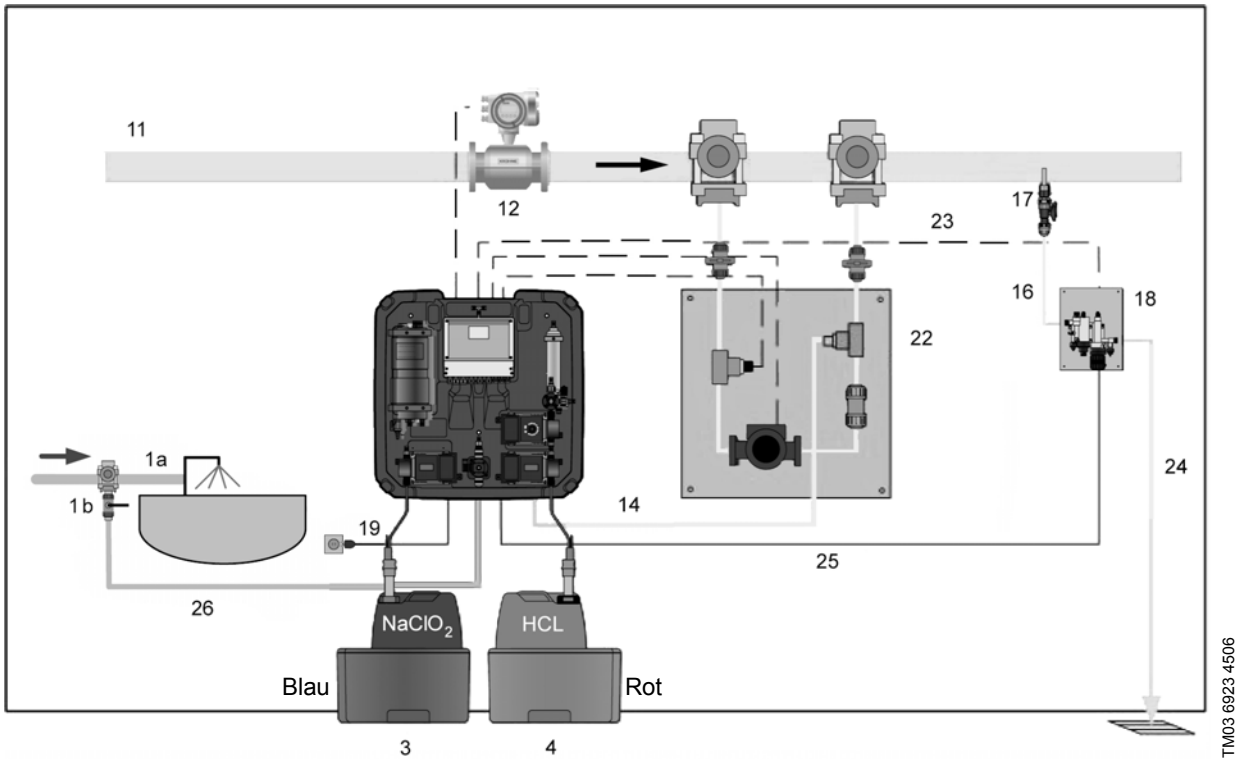
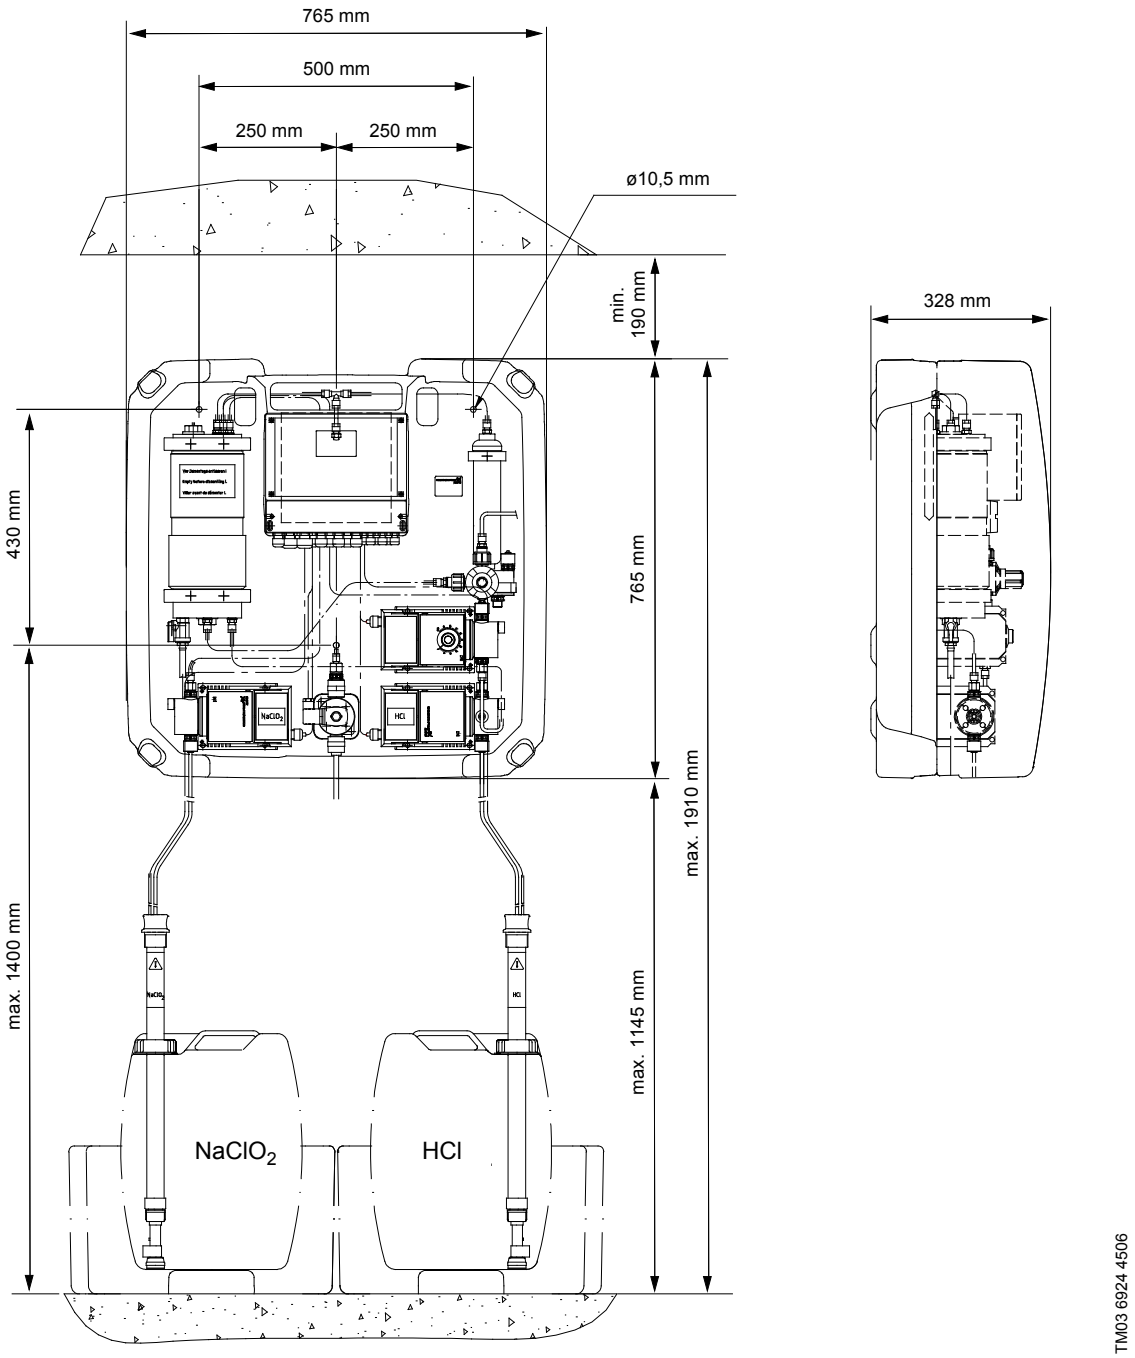
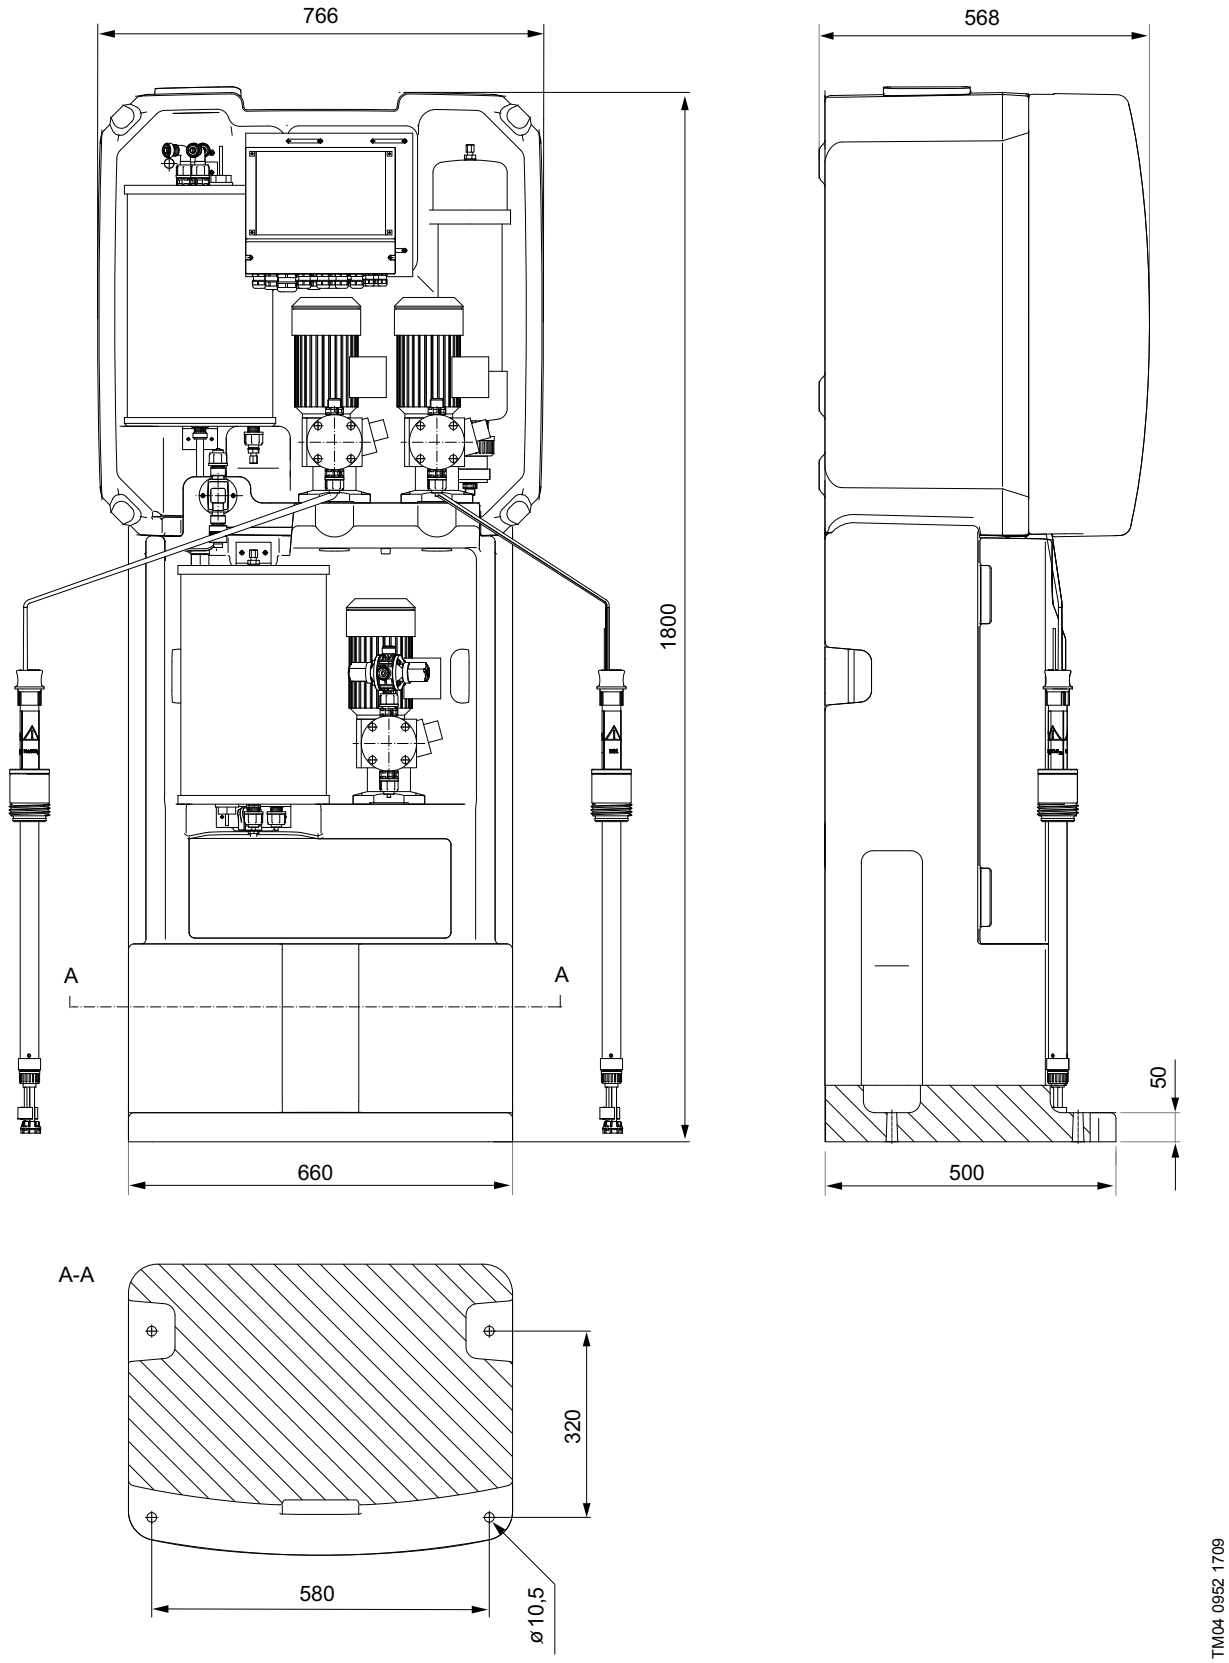

Abb. 11 Montageskizze der Oxiperm Pro, e.g. OCD-162-5, mit Messzelle und Mischmodul (22)
Abb. 12 Maßzeichnung der Einheit mit Bohrlöchern (OCD-162-5, -10)
Abb. 13 Maßzeichnung der Einheit mit Bohrlöchern (OCD-162-30, -60)
• Die Einheit an die Wand montieren oder am Boden befestigen. Siehe Montageskizze (Abb. 11) und Maßzeichnung (Abb. 12).
Siehe Montageskizze, Abb. 11, und Maßzeichnung, Abb. 12.
Siehe Montaegskizze, Abb. 11 (vergleichbar mit der Einheit OCD-162-5) und Maßzeichnung, Abb. 13
1. Messwasserschlauch (Abb. 11, Pos. 16) an die Entnahmestelle der Hauptleitung anschließen, zur Messzelle verlegen und anschließen.
2. Messwasserschlauch (Abb. 11, Pos. 24) an die Messzelle anschließen und zum Abfluss verlegen.